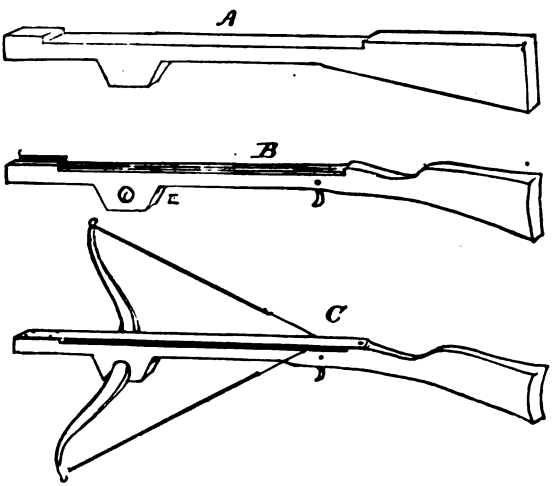
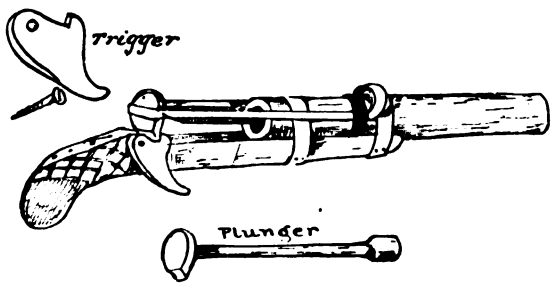

FIG. 129.—The Elastic Cross-Bow.
FIG. 134.—Plunger Pistol.
Select a piece of thick pine or cedar plank and saw out a piece of the form shown by A, Fig. 129. Trim it down with a jack-knife until it becomes more finished and gun-like in appearance. With a gouge, such as may be borrowed at any carpenter or cabinet-maker's shop, cut a half round groove from
the butt to the muzzle of the barrel. The groove must be perfectly straight and true (B, Fig. 129). Bore a hole in the piece (E), for the bow to fit in. The bow in this case should be made perfectly stiff, so as not to bend in the least when the line is drawn and the gun set. The bow may be bent into the proper form by steeping it in boiling water until the wood becomes pliable, and binding it firmly into the required position. After it has become perfectly dry the wood will retain the form and the bindings may be cut off. Trim the bow nicely into shape, and make it of such size that it will *not bend* when the string is drawn. Fit the bow into place, not like an ordinary cross-bow but in a reversed position, as shown by the diagram C, Fig. 129. It might be an improvement to set the bow back toward the stock an inch or two further than the one in the illustration. For a bow-line use two pieces of strong elastic, with a string for a centre piece. The centre cord prevents the bow-line from wearing out as soon as it would if it were all elastic (Fig. 129, C). Make the trigger in the manner described for the plunger pistol (Fig. 134, page 204), but instead of fastening it upon one side with a screw, set it in a slot cut for the purpose in the middle of the barrel near the stock, and let it move freely upon a pivot.
Cut a thin, smooth piece of pine just long and wide enough to cover the gun-barrel from stock to muzzle, and fasten it on with a couple of small brads at the muzzle and a screw at the stock (Fig. 129, C).
notch cut in one side admits a spring made of whalebone (Fig. 133). By pushing the spring back the short arrow shown in the illustration can be propelled quite a distance. If instead of the awkward whalebone spring a piece of elastic be used, a much neater gun can be made. Fig. 134 shows a pistol made with an elder barrel and a stock of pine. A plunger, similar in many respects to the one used in the squirt-gun, is made with an edge to catch in the trigger. An elastic band is bound to the barrel with string, and the loop fastened to the butt end of the plunger. When the latter is drawn back to the trigger it stretches the elastic. By pulling the trigger toward you it loosens the plunger, which flies back with a snap, sending the arrow out with considerable force. The barrel of the pistol may be fastened to the stock by two strips of tin or leather. The diagram shows the form of the trigger, which should be made so as to move readily backward or forward upon the screw that fastens it to the stock.